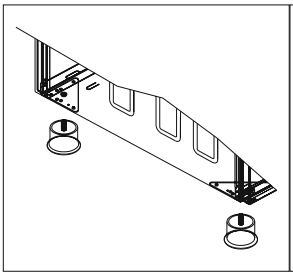
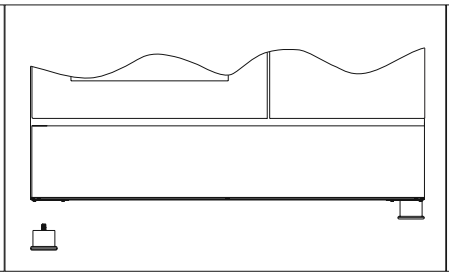

Figura 10
Figura 11
1. Os orifícios de instalação dos pés são colocados na parte de baixo do fogão,como mostrado na figura 10. De modo a enroscar os pés, coloque as porcas nesses orifícios figura 11.